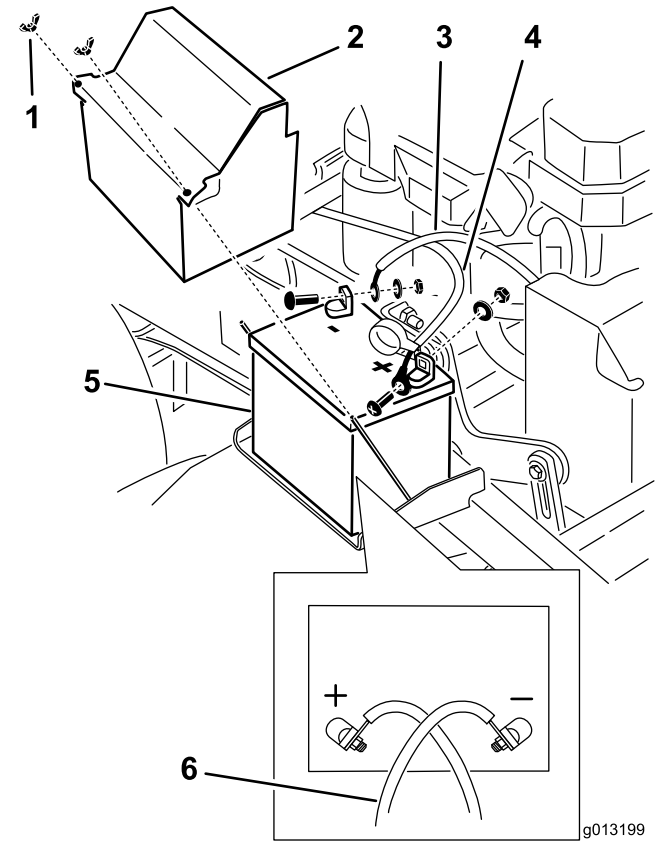

Figur 53
3. Lossa batteriets minuskabel från batteriets minuspol (–) (Figur 53).
4. Skjut av den röda anslutningsskon från batteriets pluspol (röd). Lossa sedan batteriets pluskabel (röd) (Figur 53).
5. Ta bort batterilåsfästet (Figur 53) och batteriet.
1. Sätt in batteriet i maskinen (Figur 53).
3. Montera först pluskabeln (röd) på batteriets pluspol (+) med en mutter, bricka och bult (Figur 53). Trä gummikåpan över polen.
4. Anslut sedan batteriets minuskabel och jordkabel till batteriets minuspol (–) med en mutter, bricka och bult (Figur 53).
Obs: Batterikablarna korsar varandra när de är korrekt placerade (Figur 53).